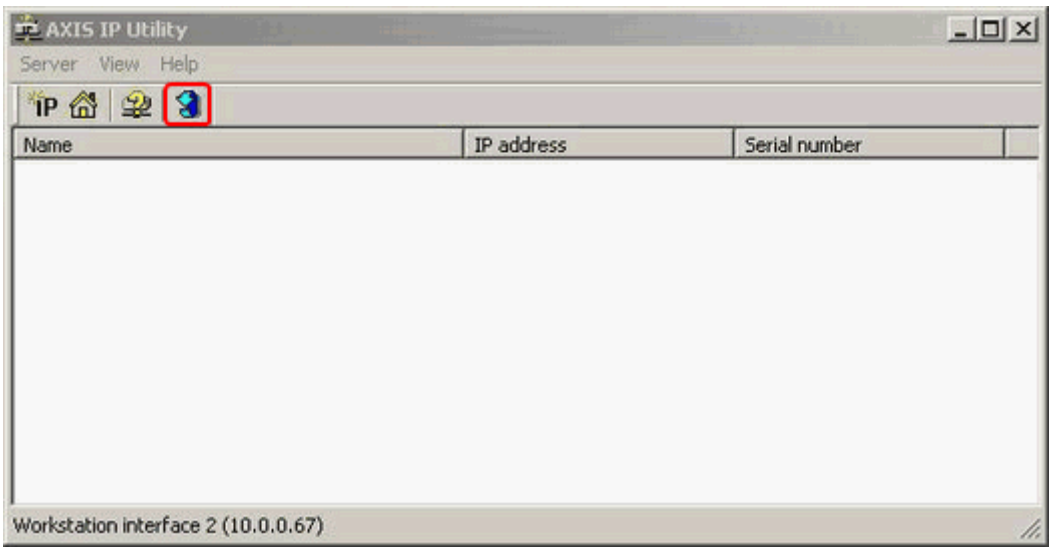

Figure 6.1—1 The IPUtility.exe interface window. The Search button
1. Select **Search** in the IPUtility.exe tools panel (Figure 6.1—1).